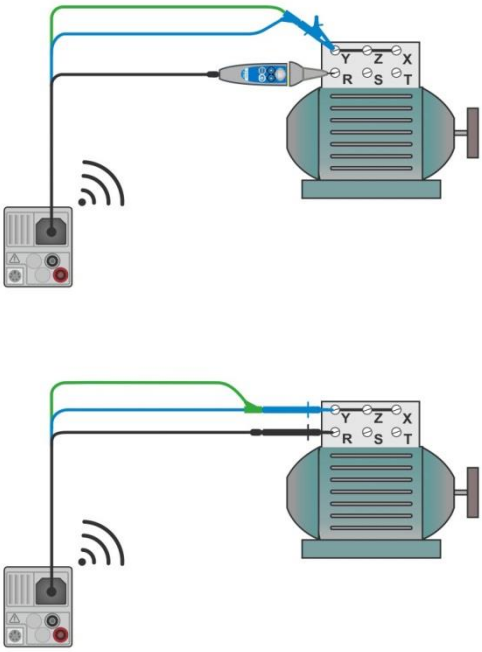

Figure 4.23: Tip commander and 3-wire test lead applications
- Connect test leads to device under test, see ***Figure 4.23.***